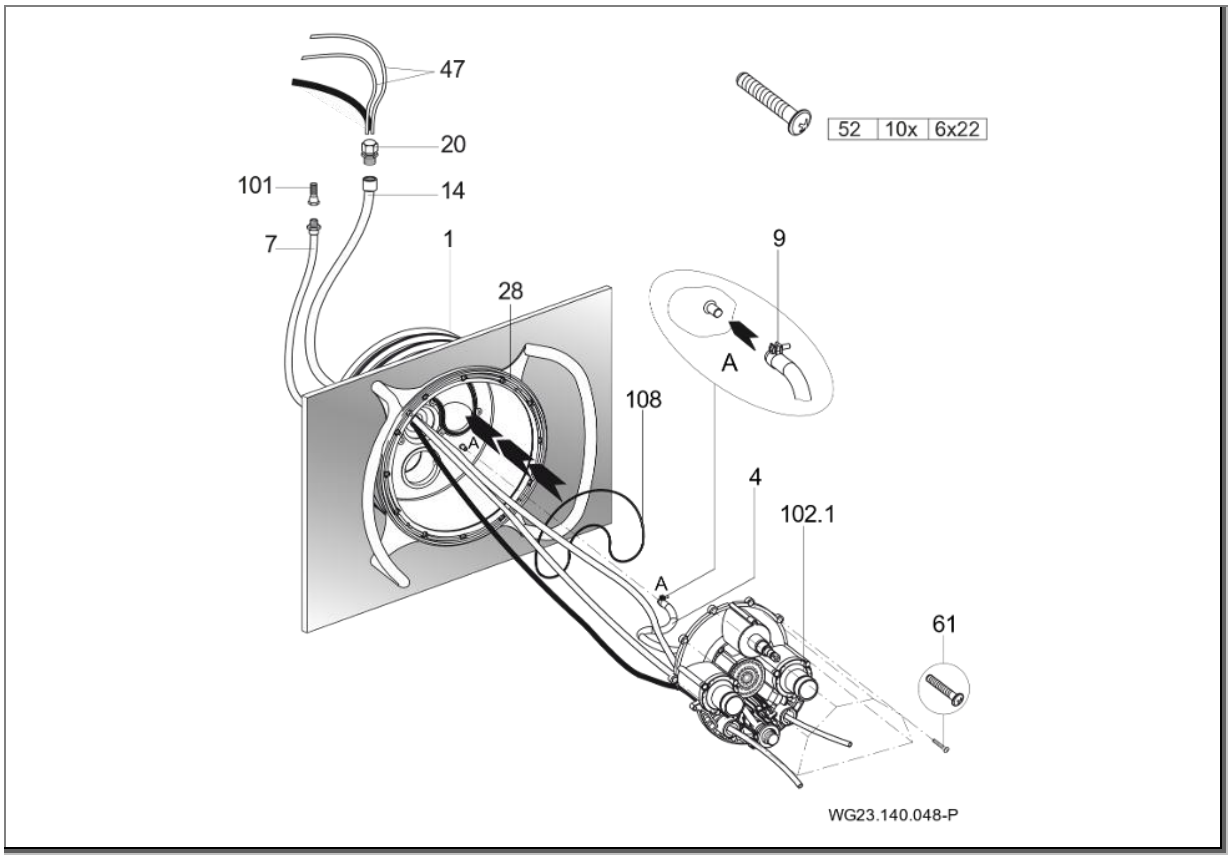

Fig. 18
2. Placer le joint torique (108) dans la pièce á sceller (1). (Fig. 18)
3. Visser les dix vis auto taraudeuses jointes (61) dans le corps de buses. Poser le corps de buses pré assemblé (102.1) contre la pièce à sceller (1). (Fig. 18)
4. Faire passer les tuyaux pneumatiques ou les câbles des boutons-poussoirs piézo à travers les ouvertures inférieures ou extérieures du boîtier de buses (102.1); éclairage MARCHE/ARRET à gauche; pompe MARCHE/ARRET à droite. (Fig. 18)
5. Faire passer les tuyaux pneumatiques (47) ou les câbles des boutons-poussoirs piézo et les câbles du projecteur à travers la gaine de protection (14) puis l'étancher à l'aide du passe-câble (20). (Fig. 18)
6. Fixer la tuyauterie d'air interne (4), qui est déjà complètement pré- assemblée avec le corps de buses (102.1) et la régulation d'air, à la pièce à sceller (1) avec le collier de serrage (9). (Fig. 18)